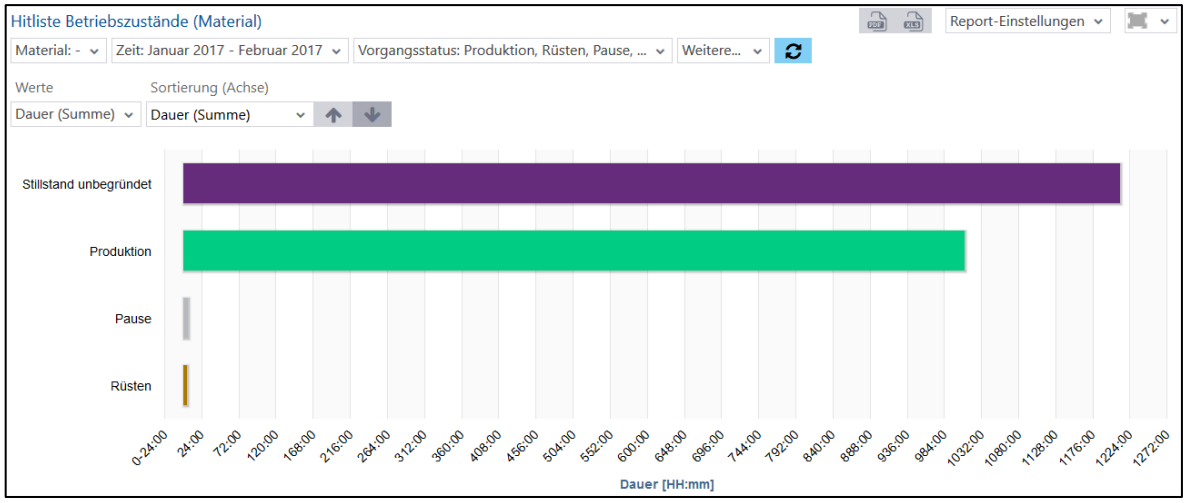

**Bild 75: Hitliste Betriebszustände (Material) als Balkendiagramm**
- Hitliste Betriebszustände (Material) als Balkendiagramm (Bild 75):